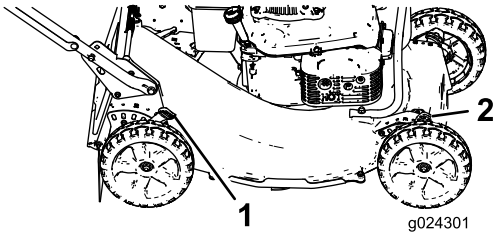

Figuur 12
1. Druk de maaihoogtehendel tegen het wiel (Figuur 12) en kies de gewenste maaihoogte.